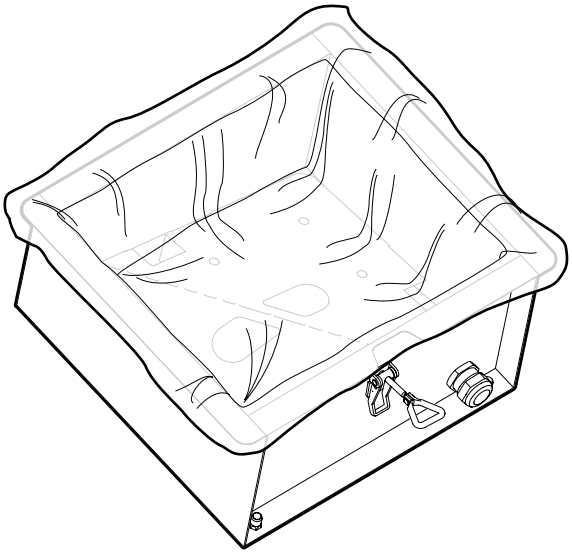

Fig. 28
6. Place an new Dust Bag CMF PSW3 correctly into the dust collector, see **Fig. 28**.